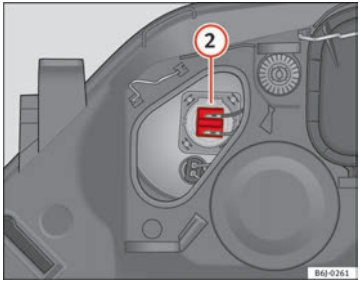

Fig. 163 Main beam headlights
– Remove connector ⇒ Fig. 163 (2) by pulling outward.